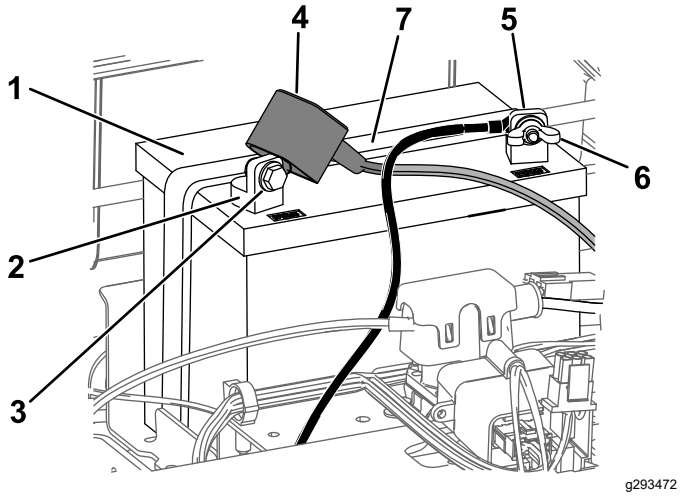

**Figure 48**
4. Disconnect the negative (black) ground cable from the battery post (Figure 48).
6. Disconnect the positive (red) cable from the battery post (Figure 48).
7. Remove the battery hold-down (Figure 48), and lift the battery from the battery tray.
1. Position the battery in the tray (Figure 48).
5. Secure the battery with the hold-down (Figure 48).